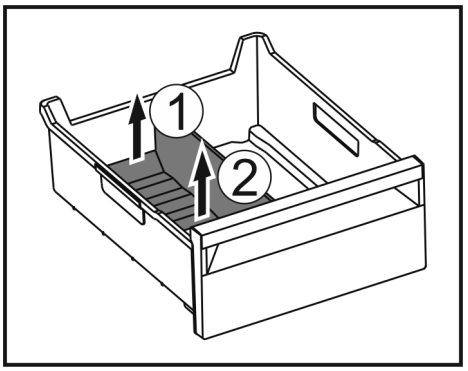

Fig. 209
▶ Ridicați partea posterioară a separatorului pentru compartimentul de gheață. *Fig. 209 (1)*
▶ Scoateți separatorul pentru compartimentul de gheață în sus. *Fig. 209 (2)*